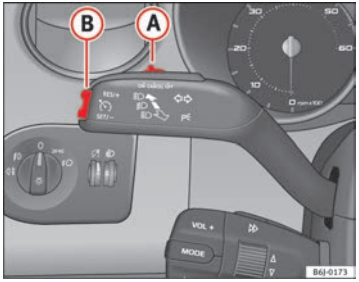

Fig. 104 Turn signal and main beam headlight lever: switch and rocker switch for the cruise control
– Press the lower part **SET** of the rocker switch ⇒ fig. 104 (B) once briefly when you have reached the speed you wish to set.